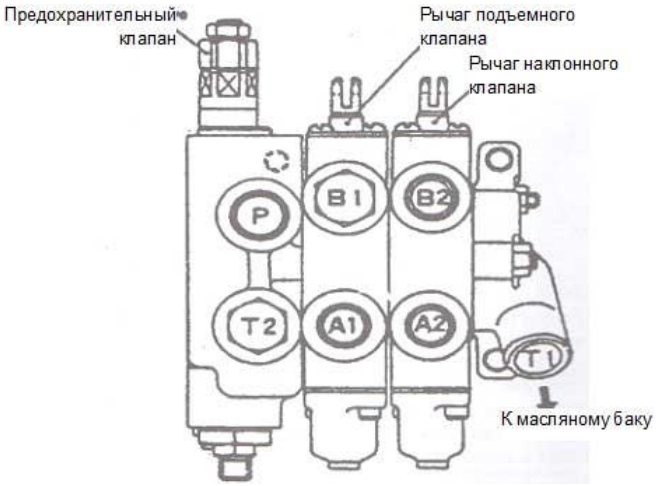

Рис. 25
3. Регулирующий клапан и разделитель (рис. 25)